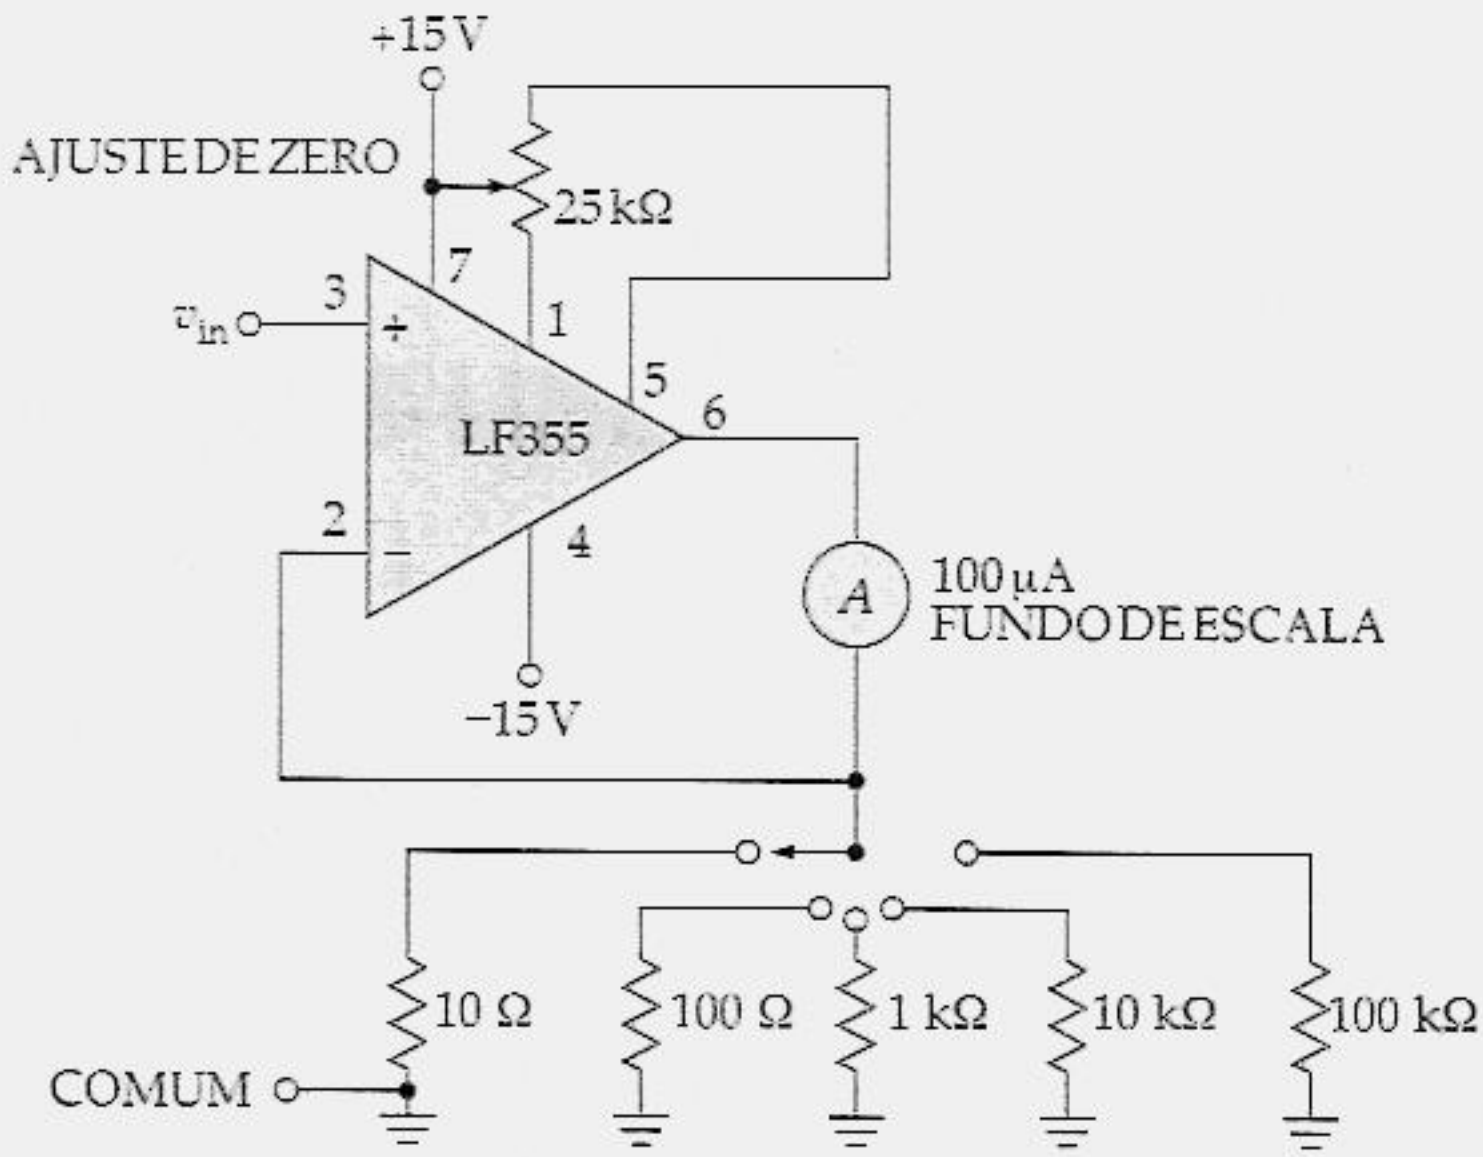

Figura 19.30
19.41 A Figura 19.30 mostra um sensível voltímetro *cc* que usa um amp op BIFET. Admita que a tensão de saída foi anulada por meio do ajuste de zero. Qual a tensão de entrada que produz a deflexão de fundo de escala para cada posição da chave?